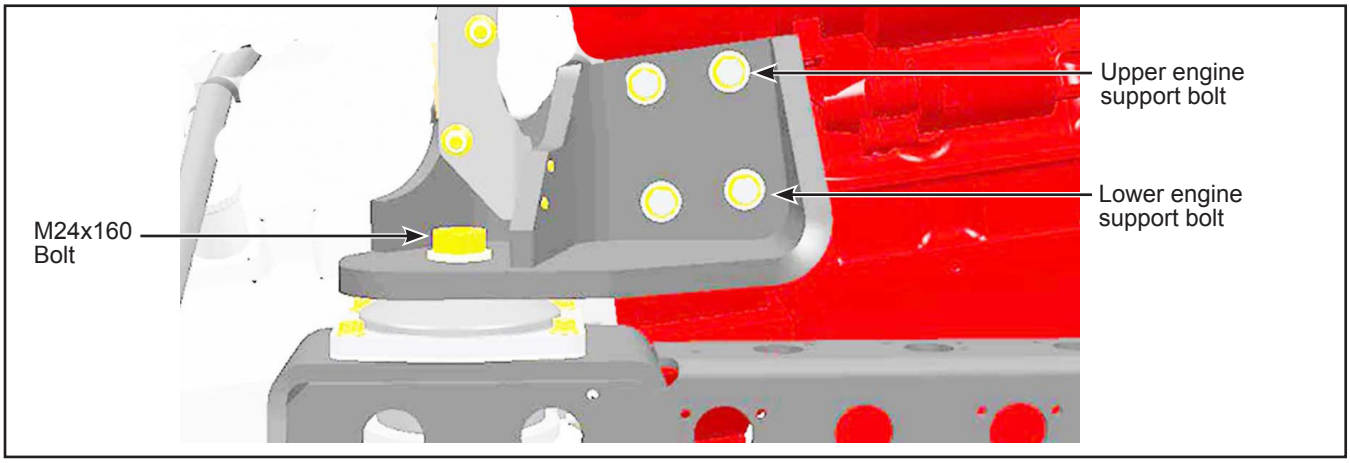

Figure 6 - Engine Support Bolts
1.9. Remove the M24X160 bolts and nuts. See Figure 6. Retain the hardware.
1.10. Remove and dispose of the four M16X45 bolts and lock washers of the engine support. See Figure 6.